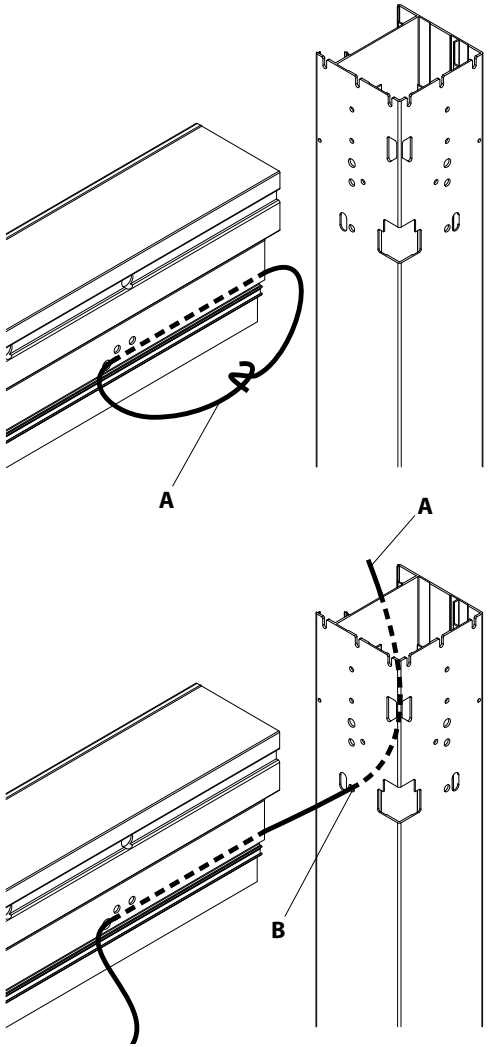

Fig. 28 - Motor power cable
- Join motor cable with the previously-loosened rubber cord (see fig. 28).